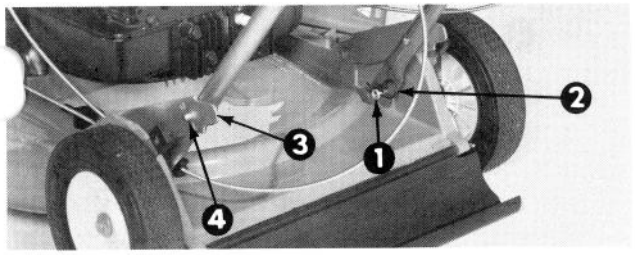

Figure 1
1. Push ends of lower handle together and install handle on pivot studs (Fig. 1).
2. Move handle and handle latches backward until the handle studs snap into center latch hole (Fig. 1). Retain handle on pivot studs with two hairpin cotters.